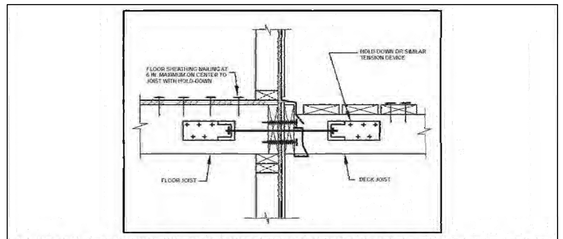
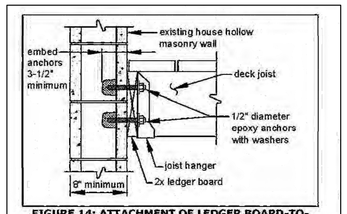
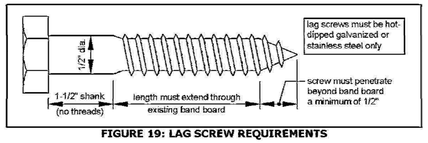

**FIGURE 12: ATTACHMENT OF LEDGER BOARD-TO-BAND BOARD with hold down tension devices**
**FIGURE 14: ATTACHMENT OF LEDGER BOARD-TO-FOUNDATION WALL (HOLLOW MASONRY)**
**FIGURE 19: LAG SCREW REQUIREMENTS**
**GENERAL**: Attach the ledger board, which shall be a minimum 2x8 ledger board, to the existing exterior wall in accordance with **FIGURE 12** through **FIGURE 14**. When attachments are made to the existing house band board, the band board shall be capable of supporting the new deck. If this cannot be verified or conditions at the existing house differ from the details herein, then a free-standing deck is required. See FREE-STANDING DECKS on Sheet 12.
**SIDING AND FLASHING**: House siding, or the exterior finish system, must be removed prior to the installation of the ledger board. Flashing is required at any ledger board connection to a wall of wood framed construction and shall be composed of copper (attached using copper nails), stainless steel, UV resistant plastic or galvanized steel coated with 1.85 oz/sf of zinc (G-185 coating). See **FIGURE 12** for continuous flashing with drip edge.
Many new homes constructed with MWJs include a 1-$^{1}/_{4}$" manufactured solid band board that can support the attachment of a deck; see **FIGURE 12**. However, older homes constructed with MWJs may only include a plywood band board which cannot support a deck. In such cases a free-standing deck or a full plan submission is required.
Lag screws shall have a minimum diameter of $^{1}/_{2}$" and shall be hot-dipped galvanized or stainless steel. Lag screws may be used only when the field conditions match those shown in **FIGURE 12**. **You must verify the existing conditions in the field prior to applying for a building permit and installing lag screws. Compliance with all the requirements herein is critical to ensure the structural stability of your deck.** See **FIGURE 19** for lag screw length and shank requirements. All lag screws shall be installed with washers.